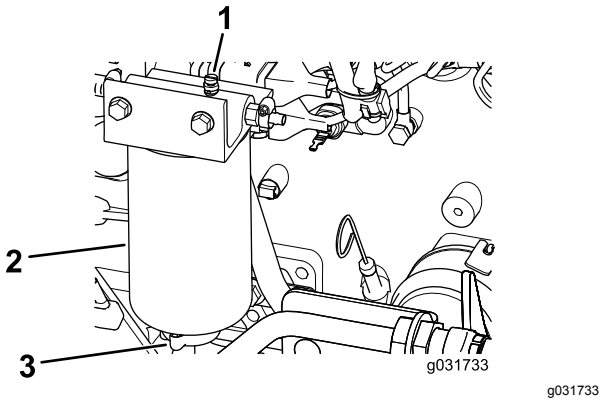

Figur 88
2. Løsn aftapningsventilen i bunden af filteret (Figur 88).
2. Dræn noget af brændstoffet ved at løsne udluftningsproppen og åbne aftapningsproppen (Figur 88).